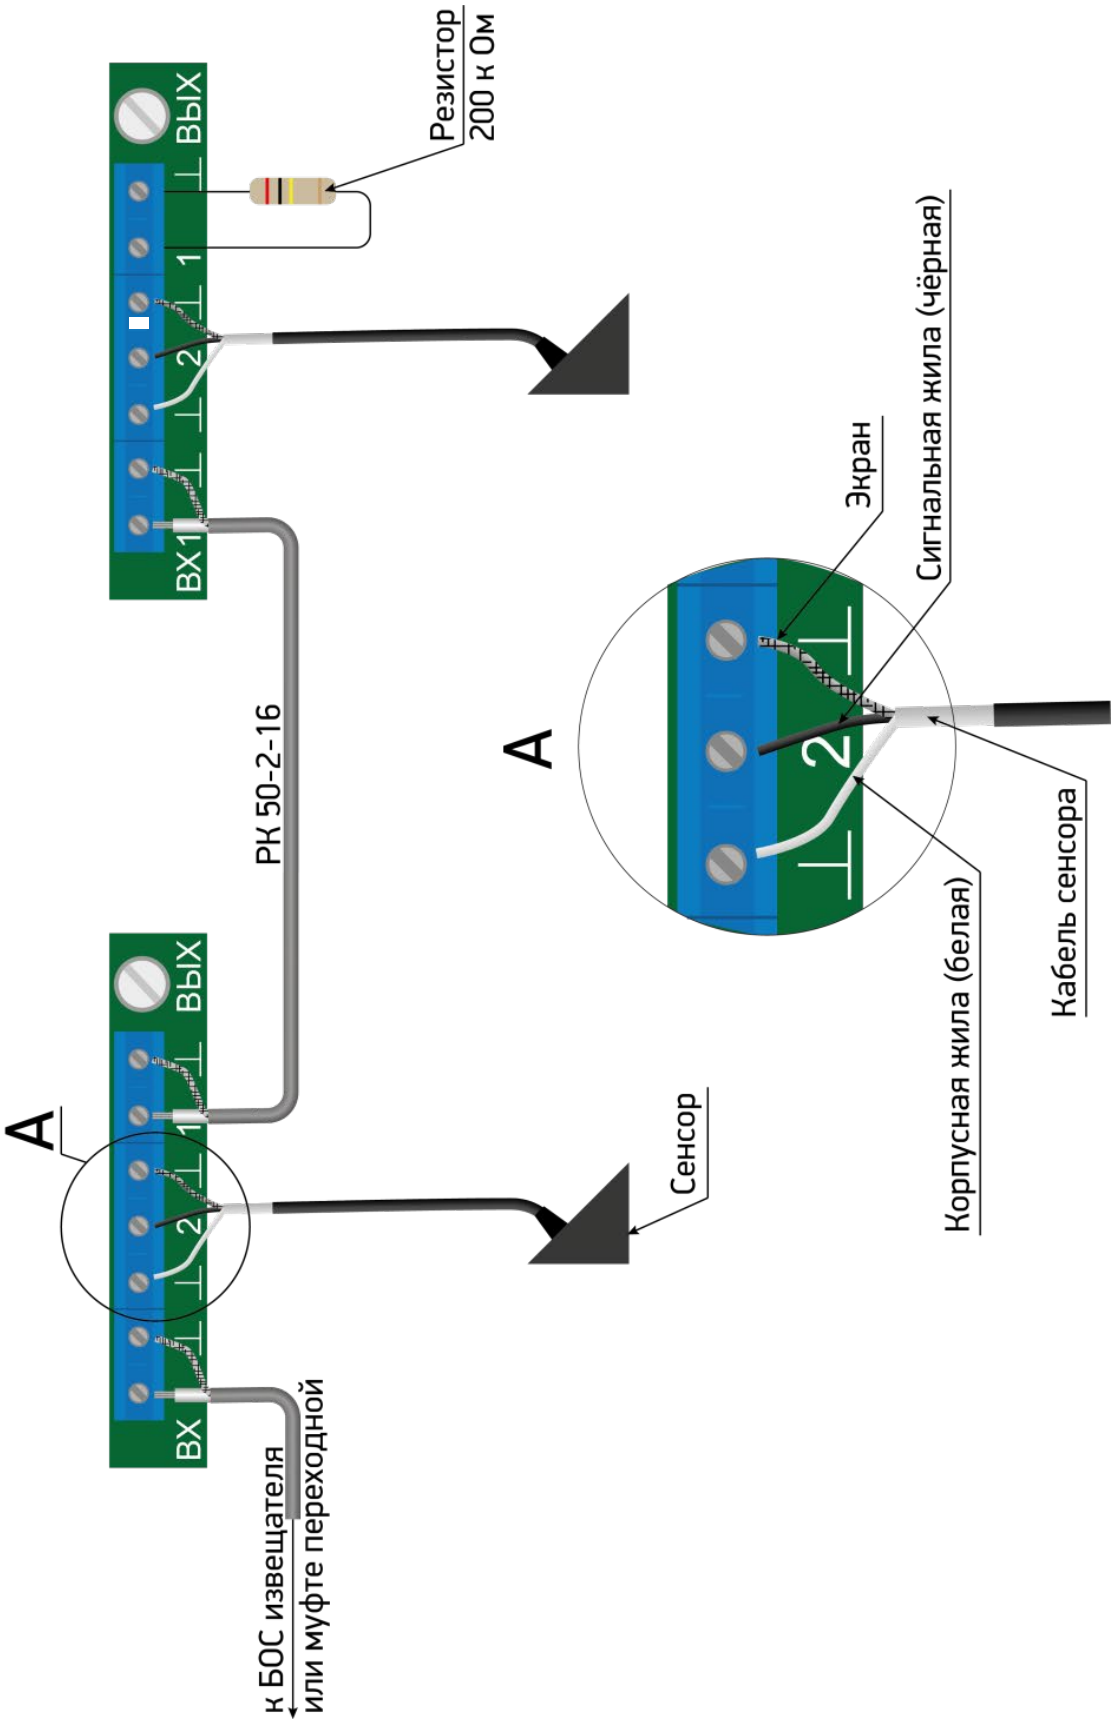

Рисунок 4.32
– центральную жилу кабеля соединительного РК, предназначенного для подключения к входу БОС либо к муфте переходной (в зависимости от проекта), подключить к клемме «1 ВХ», а экранирующую оплетку - к клемме «⊥» (рисунок 4.32);
– подключить сигнальную жилу кабеля сенсора (изоляция чёрного цвета) к клемме «2», вторую жилу (изоляция белого цвета) и экран кабеля сенсора подключить к двум крайним клеммам «⊥» (рисунок 4.32);
– центральную жилу кабеля соединительного РК, предназначенного для подключения к следующему РЧС-Т, подключить к клемме «1 ВЫХ», а экранирующую оплетку - к клемме «⊥» (рисунок 4.32);